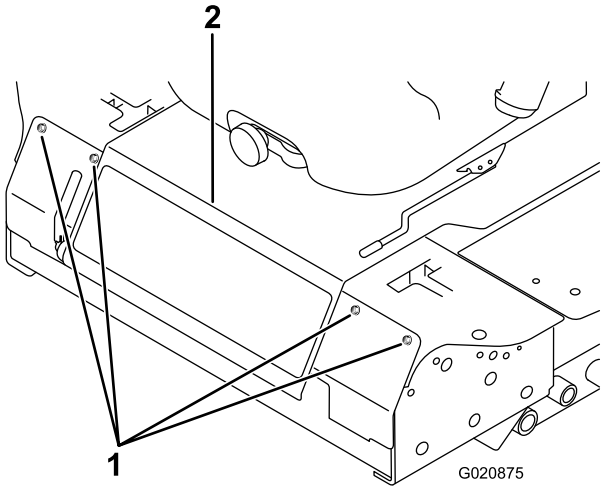

Figur 50
2. Fjern de bolte, der fastgør frontpanelet, og tag panelet af (Figur 50).